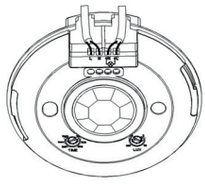
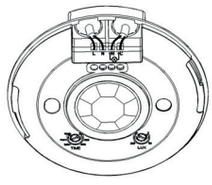

fig.2
fig.3
- Los cables de alimentación y de las luminarias pueden acceder al dispositivo por debajo de éste o por un lateral (fig.2 y fig.3).